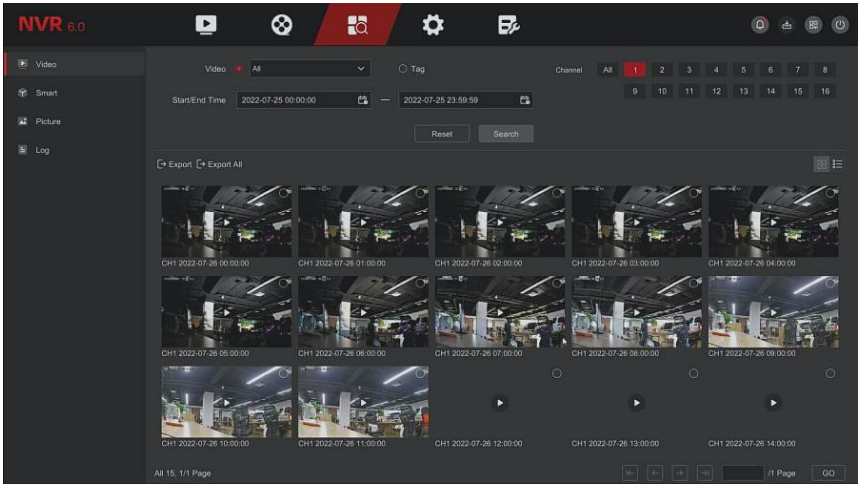

Figure 5-15
Step 1: On the main menu page, select "Search→Video" to enter the video search interface, as shown in Figure 5-15 below.